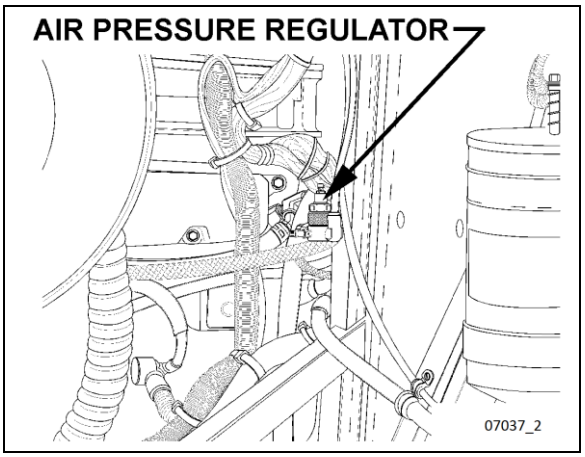

FIGURE 14: AIR PRESSURE REGULATOR (TYPICAL)
24. Adjust the retarder pressure to 80 ± 3 psi with the air pressure regulator. For more information refer to Section 12, *"BRAKE AND AIR SYSTEM*", under heading *"AIR PRESSURE REGULATOR".* The air pressure regulator is located at back of engine compartment, on R.H. side (Figure 14) or in the R.H. side rear service compartment.